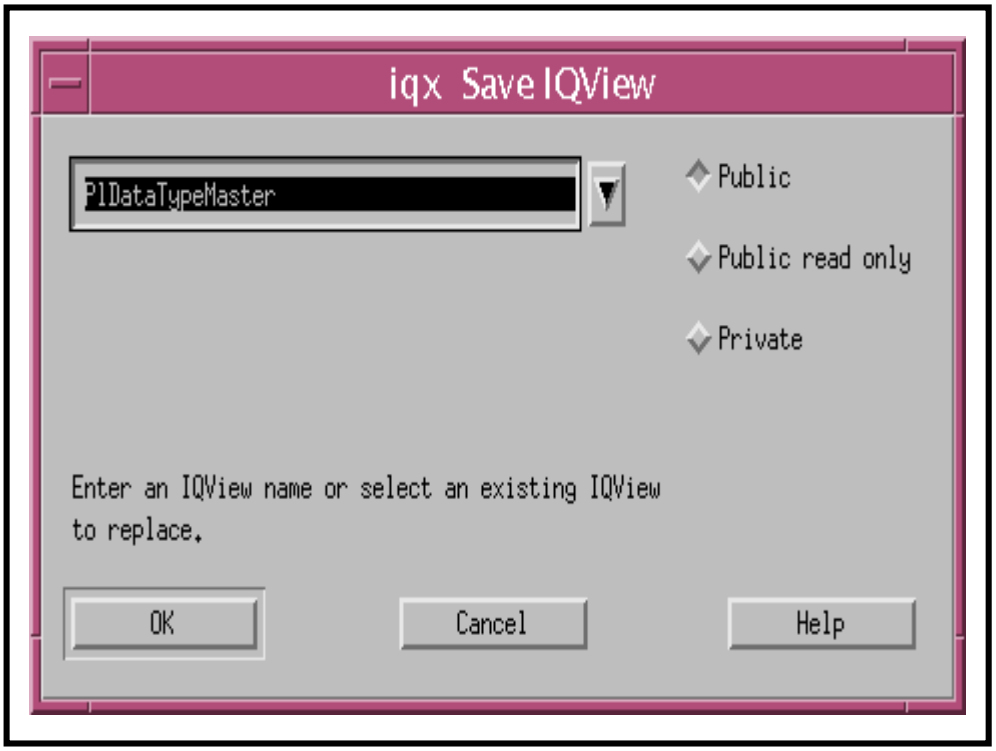

Figure 57. iqx Save IQView GUI
- *The* iqx Save IQView GUI (Figure 57) is displayed.